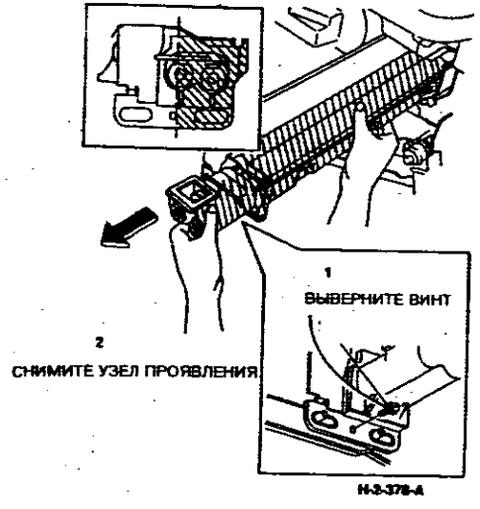

**Рисунок 3. Снятие узла черно-белого проявления**
6. (Рисунок 3) Снимите узел черно-белого проявления.